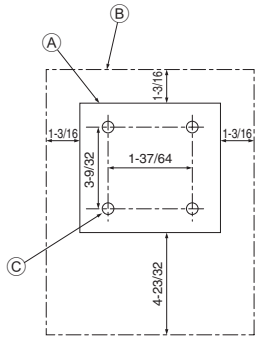

Fig. 6-2
(1) Seleccione una posición adecuada para el control remoto. (Fig. 6-2)